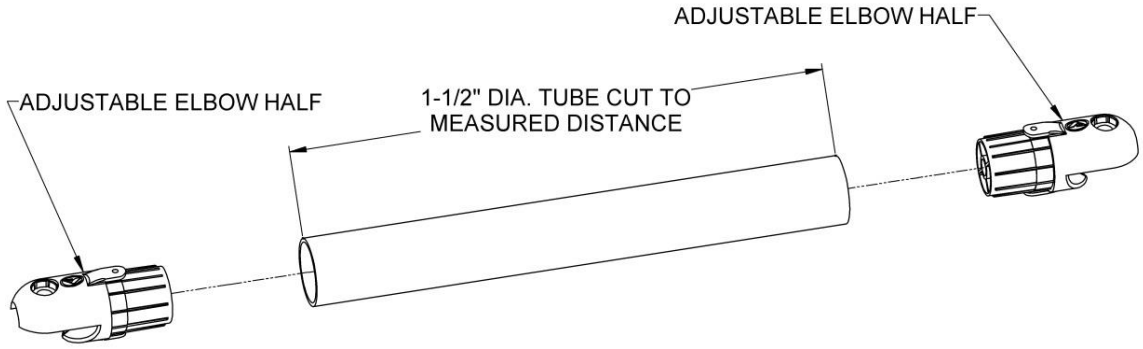

FIG. 2.2
2.7. Insert the disassembled adjustable elbow halves into each end of the cut tube until fully engaged (FIG. 2.2).
3.9. Insert the disassembled adjustable elbow halves into each end of the cut tube until fully engaged (refer back to FIG. 2.2).
4.9. Insert the disassembled adjustable elbow halves into each end of the cut tube until fully engaged (refer back to FIG. 2.2).